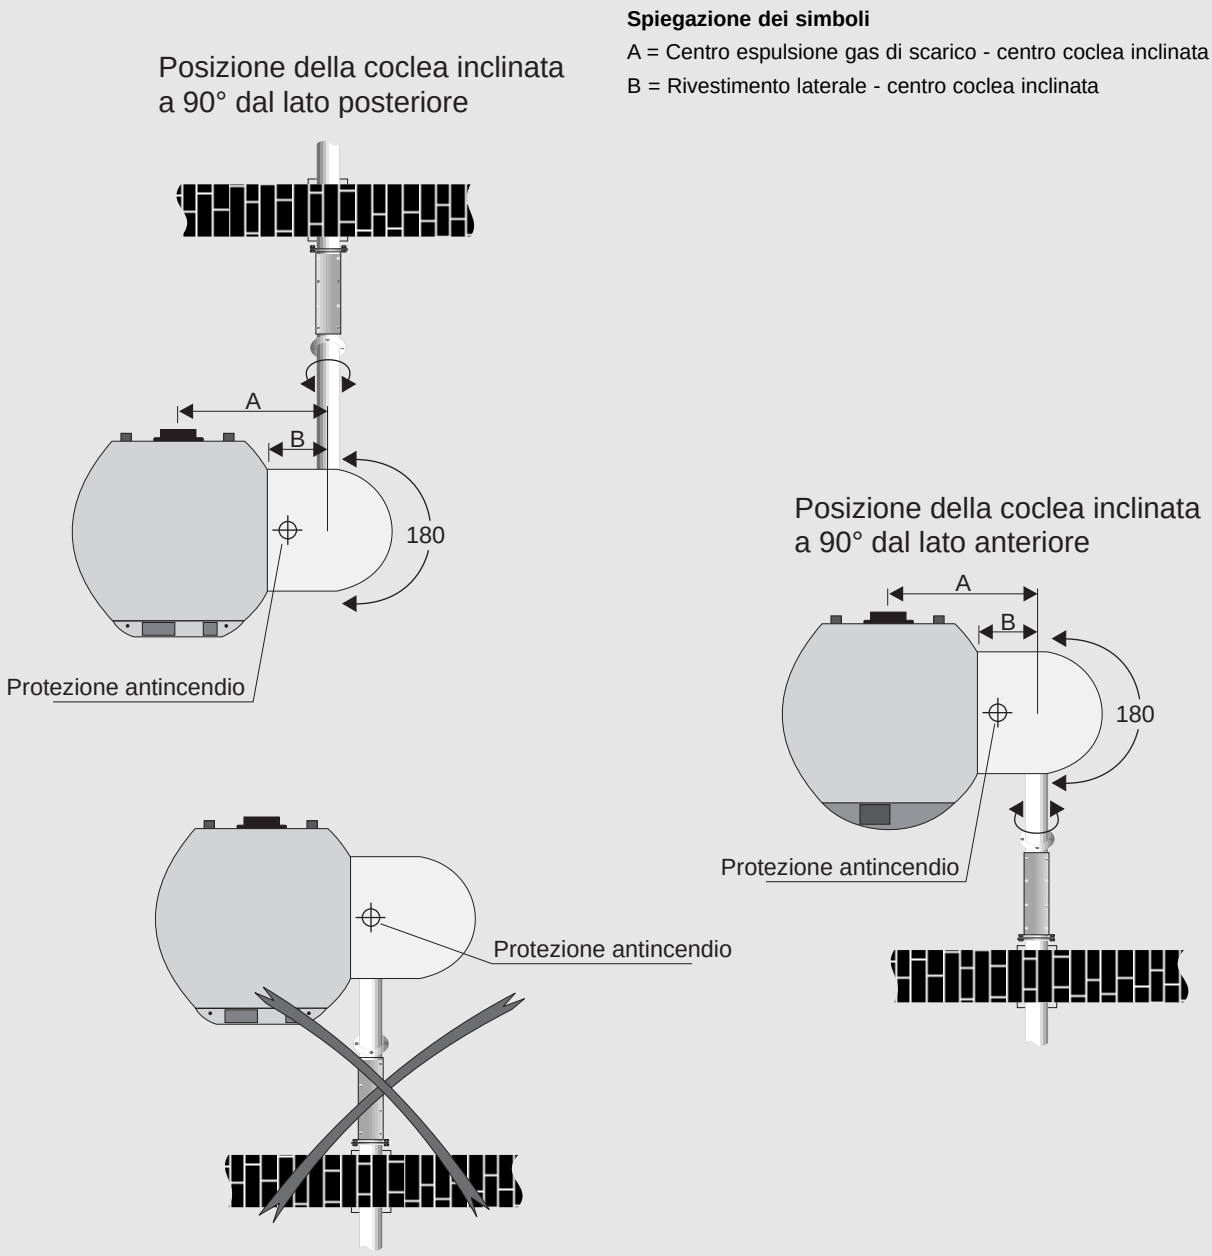

Fig. 12
**) Nei sistemi con coclee di alimentazione tenere in considerazione la distanza in base alla posizione della coclea verticale (vedere anche fig. 12).
Una volta completato il montaggio, è possibile ruotare ancora le coclee inclinate con curva a 45°, di modo che il tubo trasportatore a gravità per i pellets conduca sulla protezione antincendio con una leggera pendenza (fig. 12).